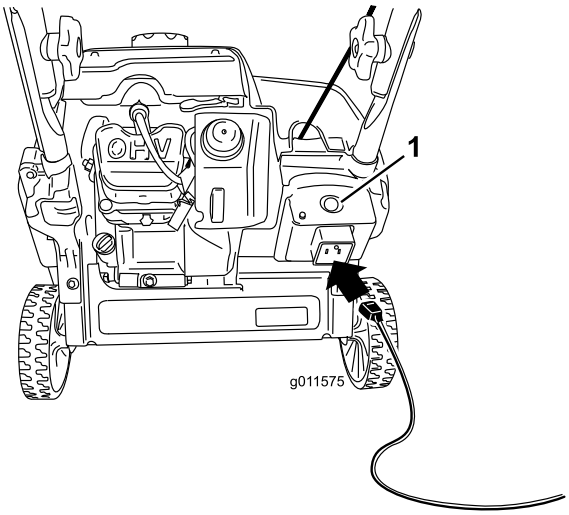
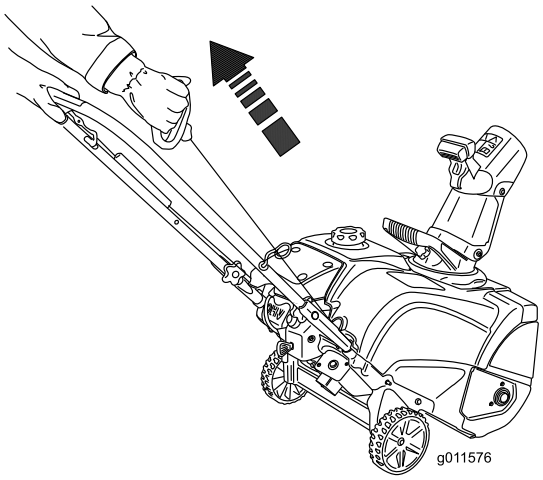

Rysunek 18
Rysunek 19
4. Podłącz przedłużacz do źródła zasilania i maszyny, po czym naciśnij przycisk rozrusznika elektrycznego (tylko model 38283) (Rysunek 18) lub pociągnij za uchwyt rozrusznika linkowego (Rysunek 19).